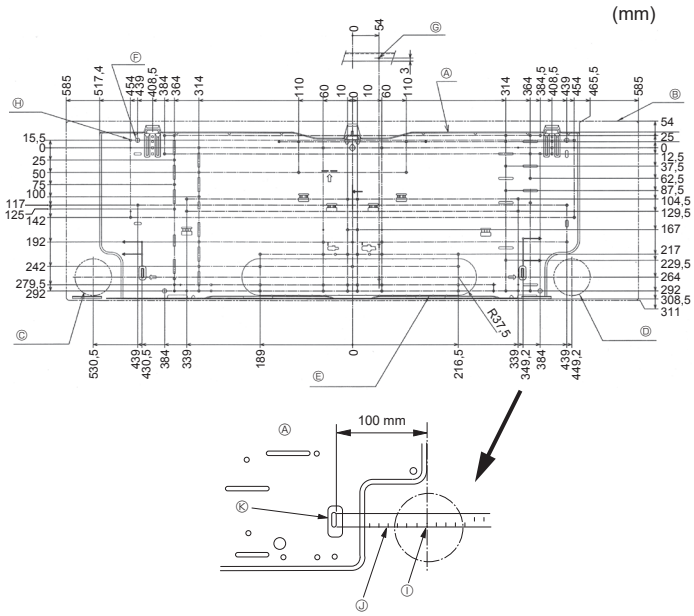

Rys. 3-2
3.2. Montaż ściennego uchwytu montażowego (Rys. 3-2)